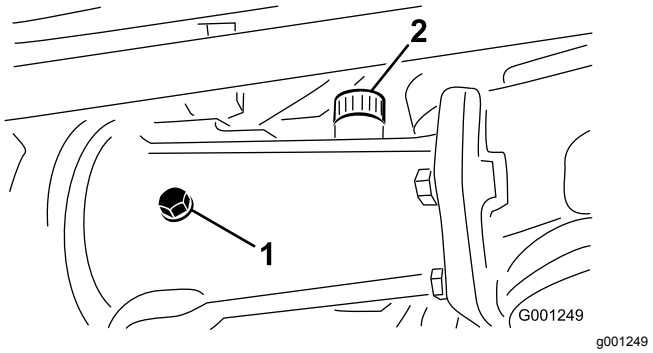
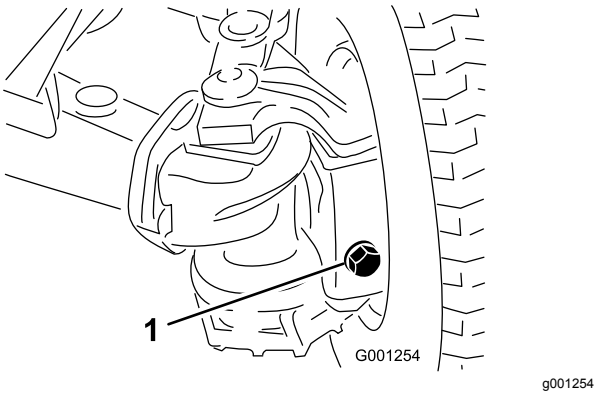

Figur 60
Figur 61
2. Fjern kontrolproppen fra centerakselhuset og akslen, og påfyldnings-/kontrolpropperne ved hvert udvendige akselhus (Figur 60 og Figur 61).
3. Kontroller, at smøreolien når op til gevindene i bunden af hvert aftapningshul (Figur 60 og Figur 61).
A. Hvis du fylder centerakselhuset, skal du fjerne påfyldningsproppen (Figur 60).
B. Fyld den angivne bagakselolie i akslens beholder(-e), indtil oliestanden når op til bunden af kontrolprophullerne (Figur 60 og Figur 61).
C. Hvis den er fjernet fra centerakselhuset, skal du påføre PTFE-gevindforsegling på gevindene på påfyldningsproppen og montere den i huset (Figur 60).
5. Sæt PTFE-gevindforsegling på gevindene på kontrolproppen fra centerakselhuset og påfyldnings-/kontrolpropperne fra de to udvendige akselhuse (Figur 60).
6. Monter kontrolproppen i centerakselhuset og påfyldnings-/kontrolpropperne i de to udvendige akselhuse (Figur 60 og Figur 61).
to udvendige akselhuse. Se Kontrol af bagakselolien (side 55) og Figur 60 i Figur 61.
9. Monter kontrolproppen i centerakselhuset og påfyldnings-/kontrolpropperne i de to udvendige akselhuse. Se Figur 60 og Figur 61 i Kontrol af bagakselolien (side 55).